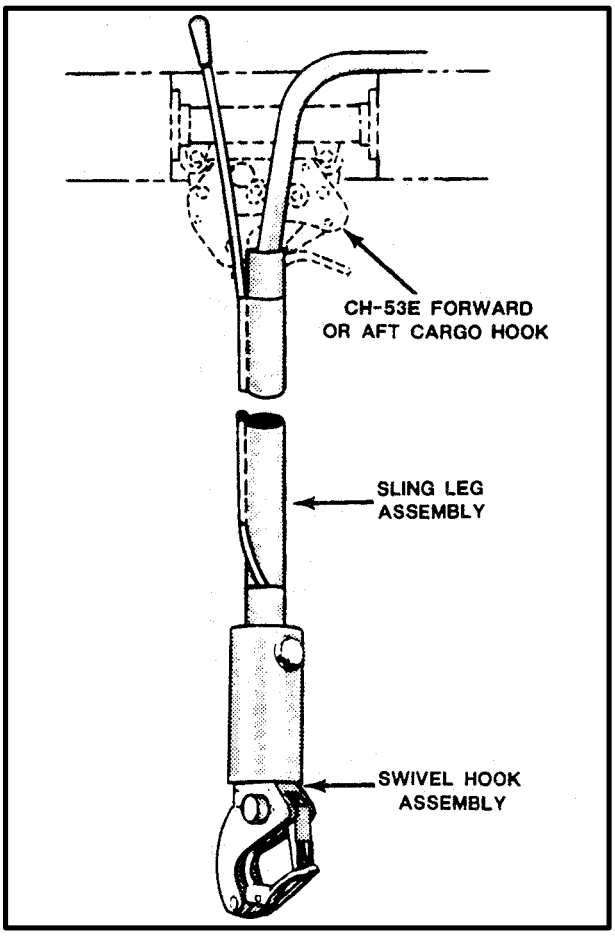

*Figure 5-8. H-53E Dual-Point Pendant System*
**b. Aircraft Position.** The hookup teams must constantly be aware of the position of the aircraft and cargo hook. It is difficult for the aircrew member to watch both hookup teams as the aircraft hovers over the load. The pendant system on the H-53E (Figure 5-8) enhances hookup team safety by increasing load separation.